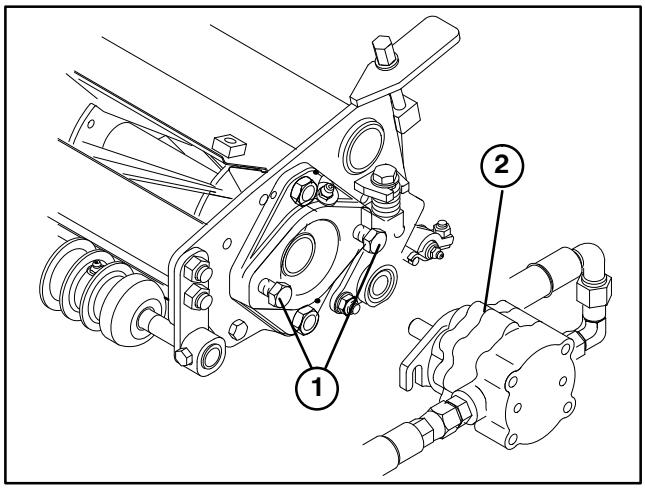

Figure 10
5. Assemble the mounting capscrews for the reel drive motor to each cutting unit. Leave approximately 1/2 in. of threads exposed on each mounting capscrew (Fig. 10).
8. Coat the spline shaft of the motor with clean grease and install the motor by rotating the motor clockwise so the motor flanges clear the studs. Rotate the motor counter−clockwise until the flanges are encircling the studs and tighten the mounting capscrews (Fig. 10).